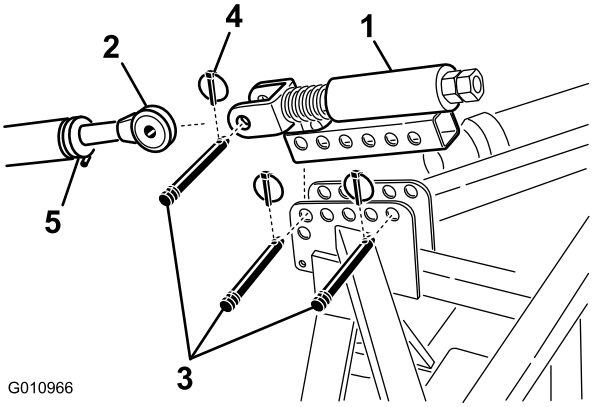

Figur 9
1. Montera den fjäderbelastade topplänken på luftarens fäste med två länkpinnar och hjulsprintar (Figur 9)
2. Lossa låsmuttern på traktorns övre länk. Justera den övre länkens längd tills den är inriktad mot sprinten på den fjäderbelastade topplänken på luftaren (Figur 9).
3. Anslut traktorns övre länk till sprinten på den fjäderbelastade topplänken och säkra den med en länkpinne och lynchpinne (Figur 9).
6. Rotera den övre länken tills fjädern har pressats samman med ca 13 mm (Figur 9).